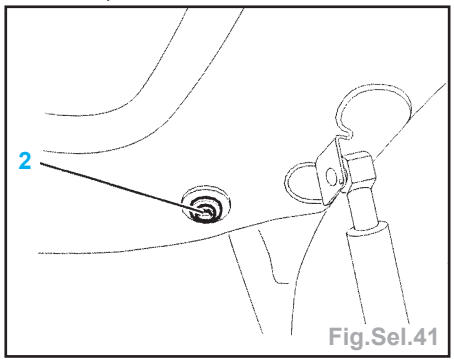

Fig.Sel.41
- fermer le hayon, ouvrir la glace et déposer la fixation (2) D et G (Fig. Sel.41),